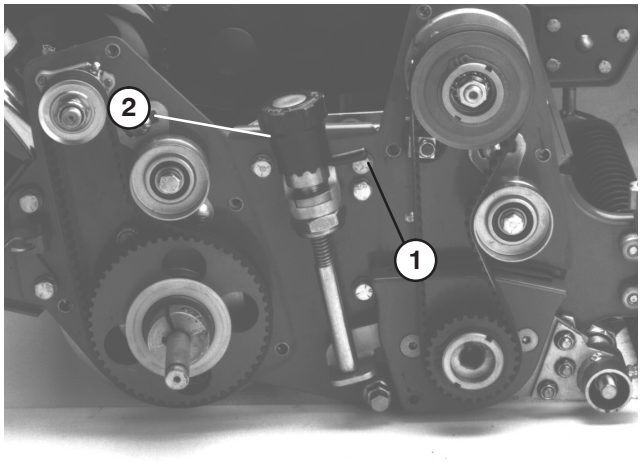

Figure 13
26. Using a 1/2" drive ratchet and extension, reinstall drive pulley and belt to reel shaft (Fig. 13). Secure the reel from turning with a wood block. Tighten pulley to 40 to 60 ft–lbs of torque.
2. Use the quick up levers (both sides) to lower the grooming reel into the grooming position (Fig. 13).
3. On one end of the groomer shaft, measure the distance from the lowest tip of a groomer blade to the work surface (Fig. 14). Lift and turn the micro adjustment knob (Fig. 13) to raise or lower blade tip. Each notch on the micro adjustment knob is approximately equal to .007 inch of groomer depth.
Important When transporting machine be sure to raise the grooming reel into its transport (raised) position. To raise the grooming reel, rotate the right and left quick up levers so they face to the rear (Fig. 13). To lower the grooming reel, turn the quick up levers forward.